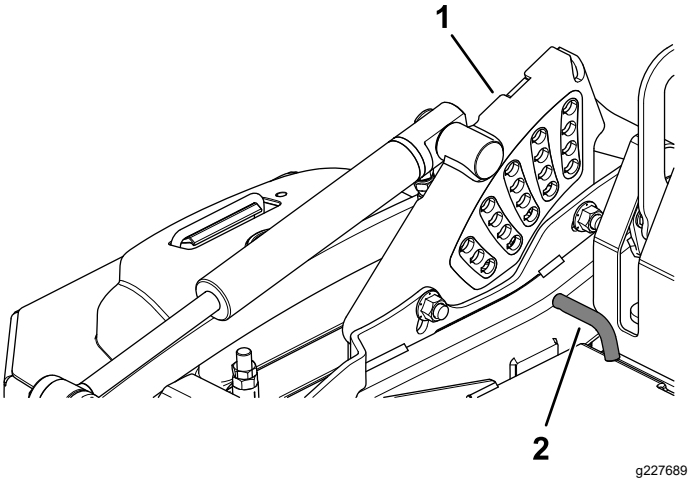

Figura 25
2. Rode o pino de altura de corte até que o pino fique alinhado com as ranhuras nos orifícios no suporte da altura de corte e remova-o (Figura 25).
3. Insira o pino da altura de corte no furo correspondente da altura de corte pretendida (Figura 25).
Consulte o autocolante junto da placa de elevação da plataforma para obter as alturas de corte (Figura 25).